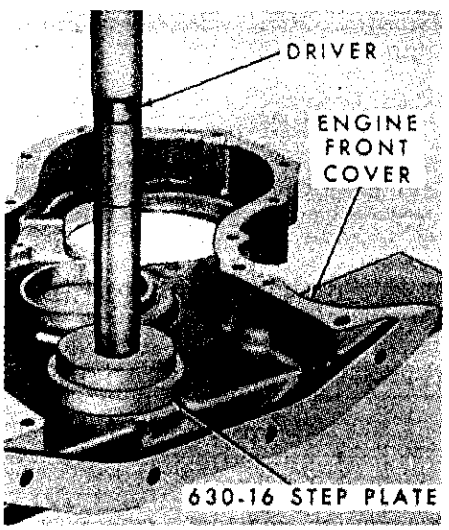

Fig. 90–Installing the crankshaft front oil seal in engine timing gear cover.
97. **FRONT OIL SEAL.** Crankshaft front oil seal is mounted in timing gear cover and cover must be removed to renew seal. Timing gear cover removal procedure is outlined in paragraph 77 or 80. To renew seal, drive dust seal and oil seal out towards inside of timing gear cover. Install new dust seal in timing gear cover first, then using a seal driver (OTC No. 630-16 step plate or equivalent), install new oil seal in cover with spring loaded lip towards inside of cover. Refer to Fig. 90.